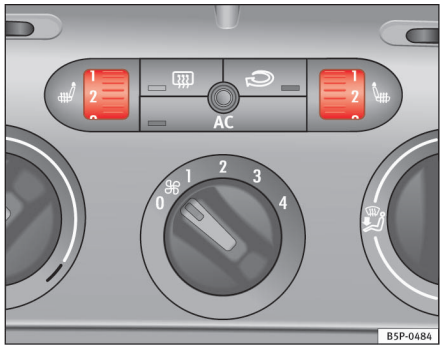

Fig. 91 Indstillingshjul til sædevarme i forsæderne
– Drej på det pågældende indstillingshjul ⇒ fig. 91 for at tilslutte sædevarmen. Sædevarmen er afbrudt, når indstillingshjulet er i position **0**.